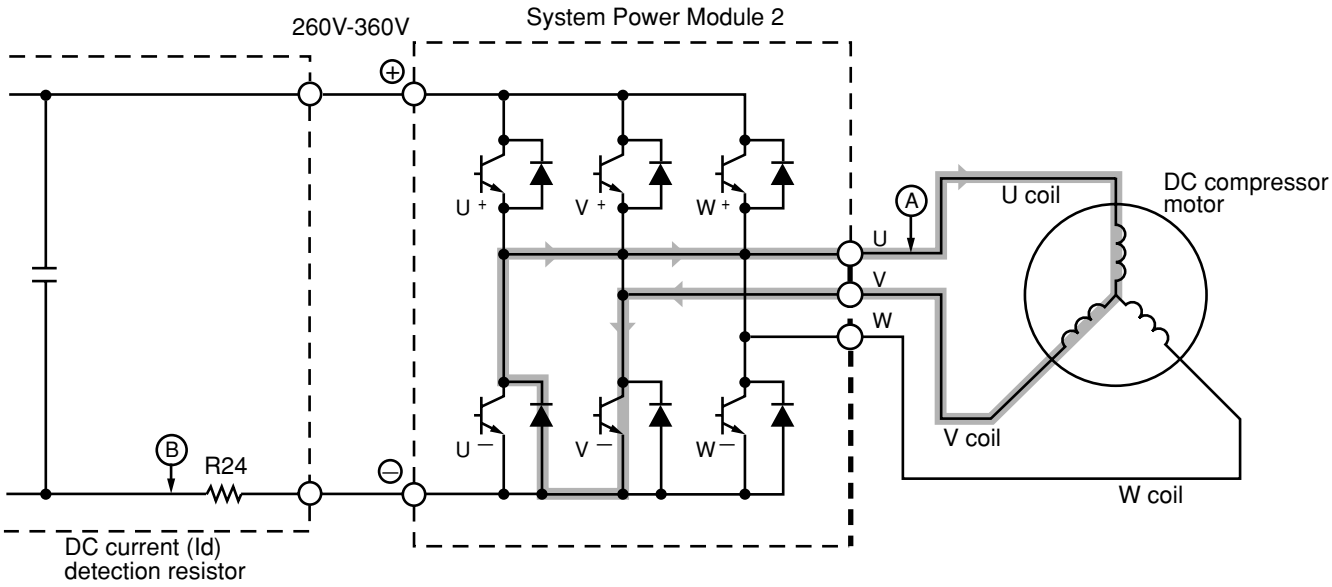

Fig. 3-4 Power module circuit (U^+ is ON, V^- is ON)
At point F: U^+ is chopped (OFF), V^- is ON (circuit in Fig. 3-4)]
(2) When U^+ transistor is OFF: (by inductance of motor coil) U coil → V coil → V^- transistor → Return diode → Point Ⓐ (Fig. 3-4)